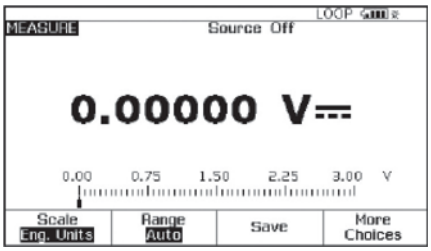

图 21.
5. 接着按“MEAS/ SOURCE”(测量/源出)按钮，现在处于输出屏幕(图21)。